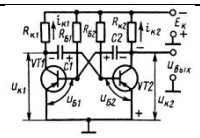

Рис.1.3
3. Показать по схеме мультивибратора с КБ связями (рис.1.3) путь прохождения тока при закрытом состоянии транзистора VT2. Начертить временную диаграмму $U_{к1}(t)$.